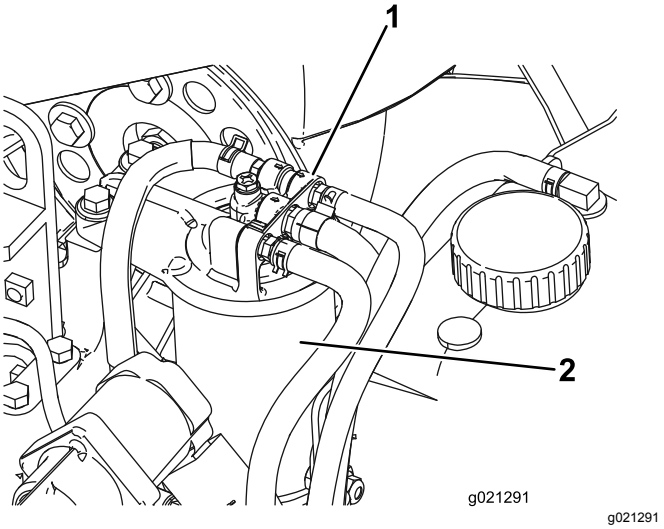

Figur 80
1. Gör rent omkring bränslefilterhuvudet (Figur 80).
2. Demontera filtret och rengör filterhuvudets monteringsyta (Figur 80).